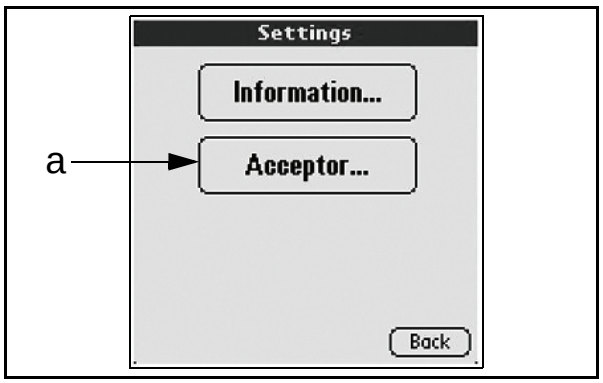

Figure 7-5 Acceptor Mode Selection
5. Once back on the **Settings** Screen, select the [Acceptor...] Screen Button (See Figure 7-5 a).